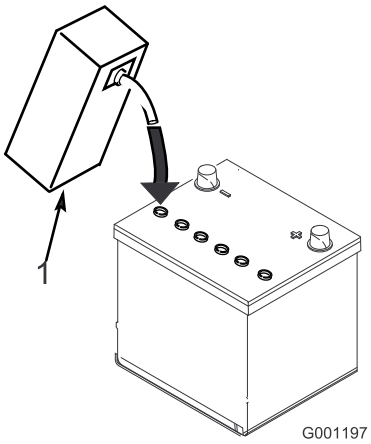

Figure 10
3. Versez de l'électrolyte avec précaution dans chaque élément jusqu'à ce les plaques soient recouvertes par environ 6 mm de liquide (Figure 10).
4. Attendez environ 20 à 30 minutes pour que les plaques aient le temps de s'imprégner d'électrolyte. Faites l'appoint au besoin pour que le niveau de liquide monte à 6 mm en dessous du creux de remplissage (Figure 10).